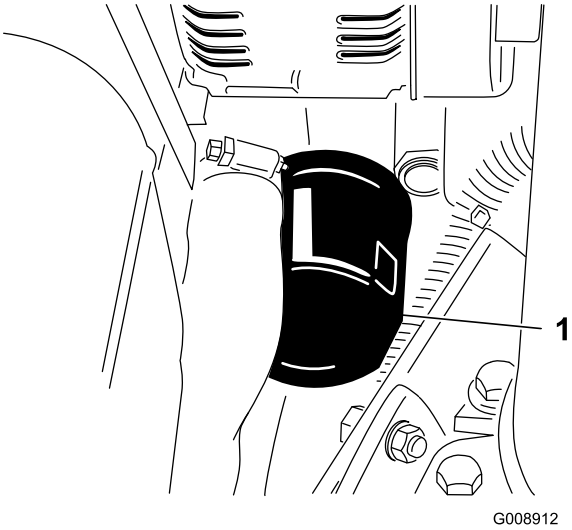

Figur 37
3. Ta av oljefilteret (Figur 37).